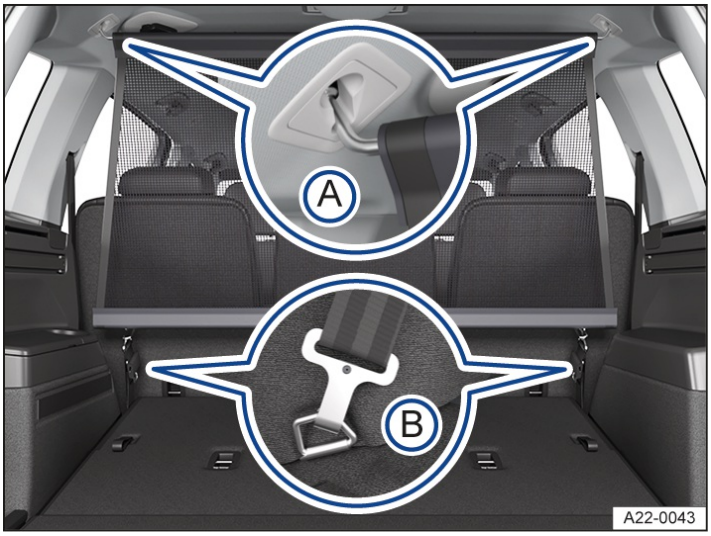

Fig. 1 In the luggage compartment: Install the net partition behind the rear bench seat.
5. Attach the screen separator to one of the two holders in the roof → *fig. 1* (A)